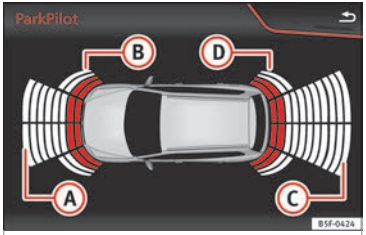

Fig. 164 Represented area.
If there is a fault in a sensor, the symbol ⚠ is displayed on the Easy Connect display in front of/behind the vehicle. If a rear sensor is faulty, only the obstacles in the areas (A) and (B) are displayed ››› Fig. 164. If a front sensor is faulty, only the obstacles in the areas (C) and (D) are displayed.